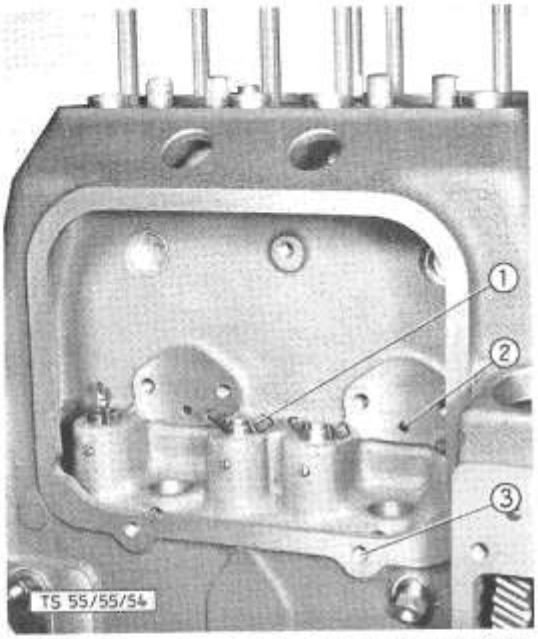
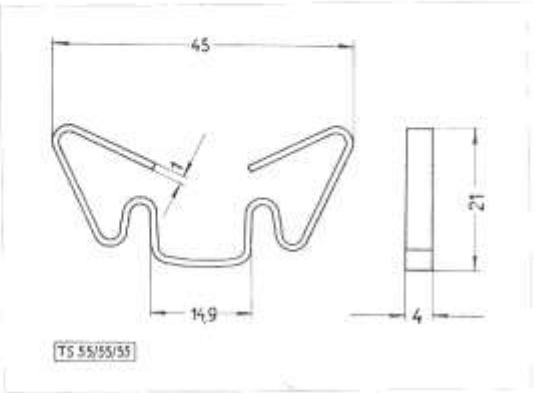

Bild 53: **Fixieren der Ventilstößel mittels Haltefedern**
Bild 54: **Ventilstößelhaltefeder**
5. Ventilstößel ganz herausziehen und mittels Haltefedern (Bild 54) befestigen (Bild 53).